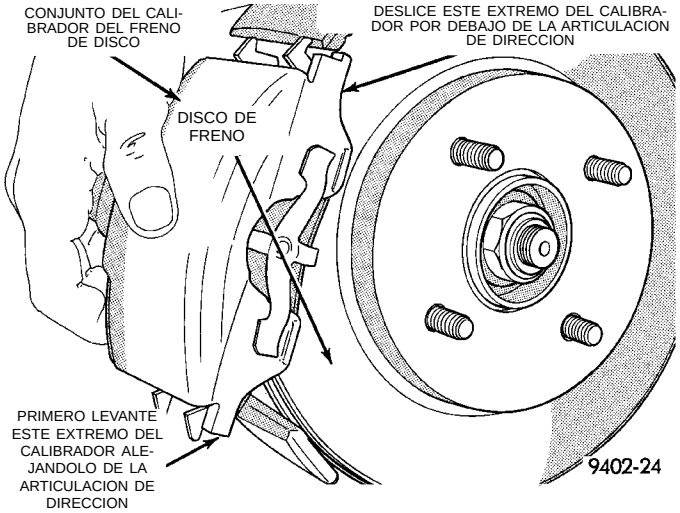

Fig. 6 Desmontaje del calibrador del freno de disco
(6) Retire el conjunto de calibrador de frenos de disco de la articulación de la dirección. El calibrador se retira levantándolo primero por su parte inferior a fin de separarlo de la articulación de la dirección, y retirando después la parte superior del calibrador por debajo de la articulación de dirección (Fig. 6).